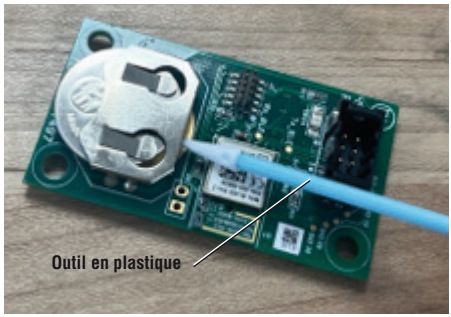

**Figure 4 – Retrait de la pile de la carte**
4. Retirer la pile bouton (CR2032) de la carte LED avec un outil en plastique non conducteur. Installer une pile bouton neuve (CR2032), côté positif vers le haut. Mettez la pile au rebut correctement. *Voir la Figure 4.*